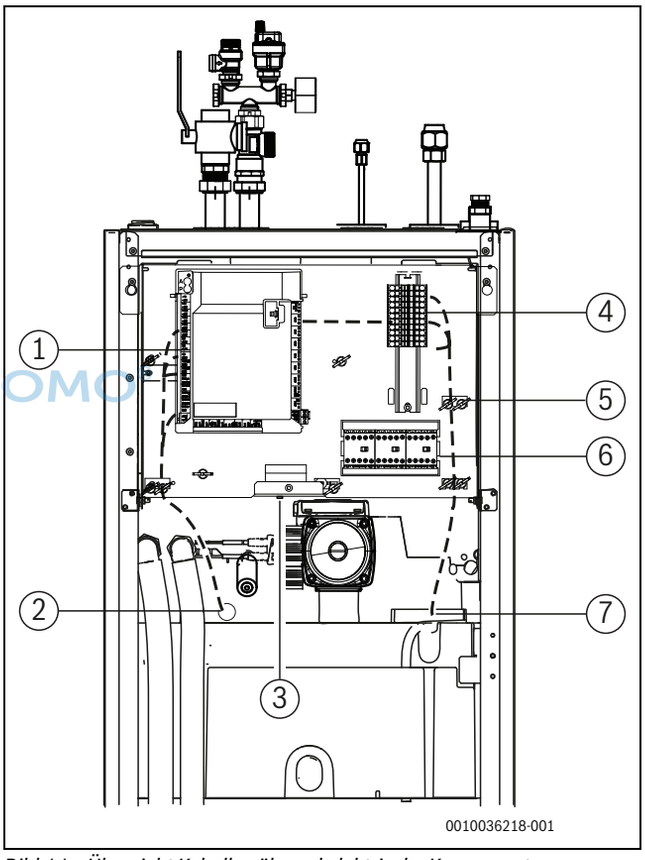

Bild 11 Übersicht Kabelkanäle und elektrische Komponenten
- Führen Sie die Stromkreiskabel durch den mit 230 V/400 V gekennzeichneten Stromkreiskabelkanal an der Oberseite des Geräts (siehe Abb. 11). Führen Sie die Kabel bis zur Vorderseite des Geräts durch.